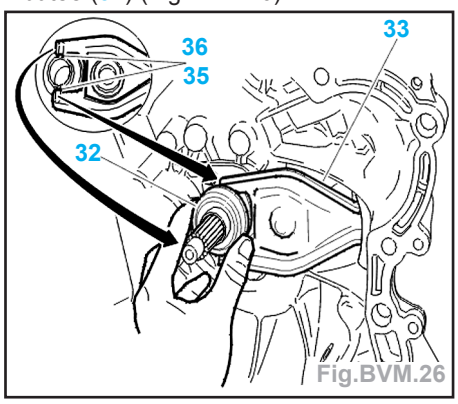

Fig.BVM.26
- Reposer l'ensemble fourchette (33) + butée (32) (Fig.BVM.26).